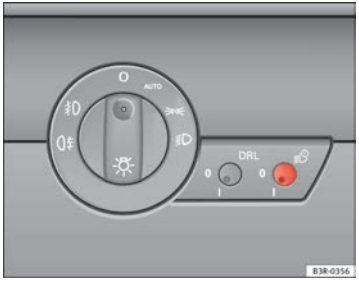

Fig. 86 Detailed view of the dash panel: Coming home and leaving home functions
– Briefly press the knob ⇒ fig. 86 to release it from its set position.